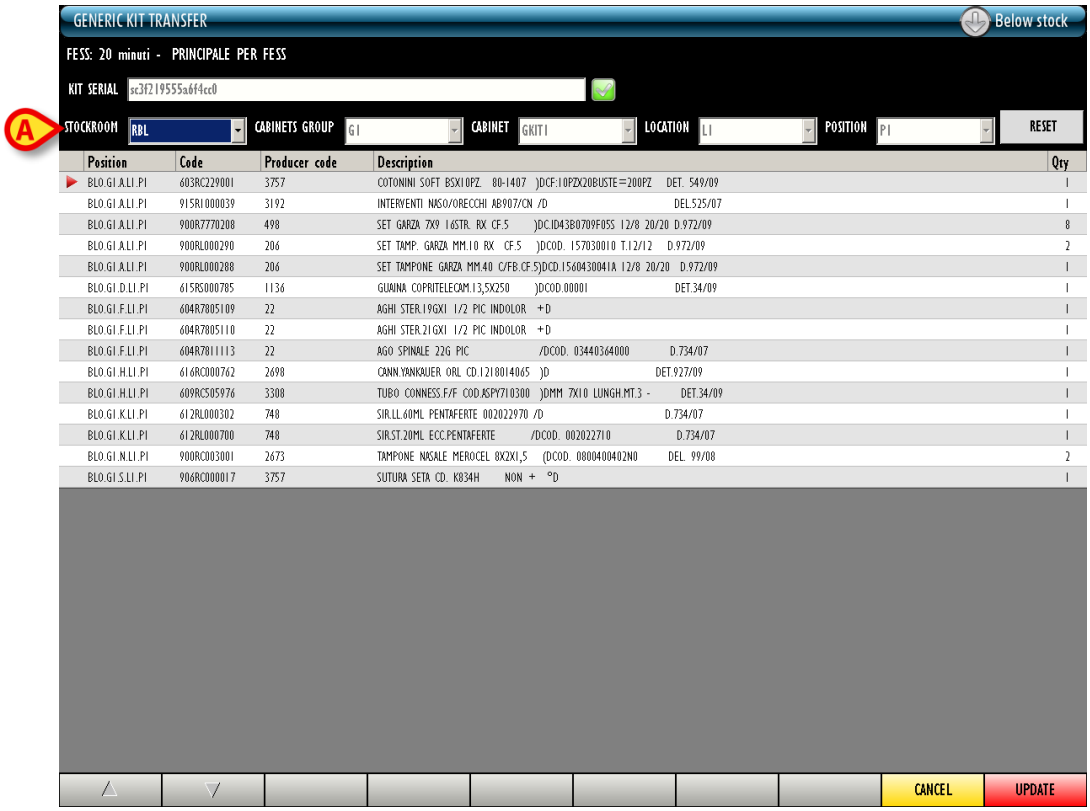

Fig 254
- Specify the destination stockroom in the field indicated in Fig 254 **A**.
The screen changes to display the list of resources that will be transferred (Fig 254).
- Specify, in the “Cabinet group”, “Cabinet”, “Location”, “Position” fields (indicated in Fig 254 **A**) the kit’s new destination. If the fields are not enabled it means that only one destination is available.